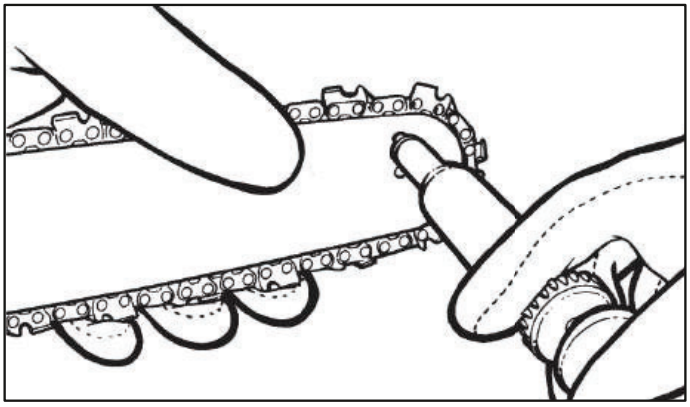

Рис. 20
3. Используя шприц-масленку, вставьте нос иглы в отверстие для смазки и введите смазку, пока она не появится в наружном ребре конька наконечника цепного колеса (рис. 20).